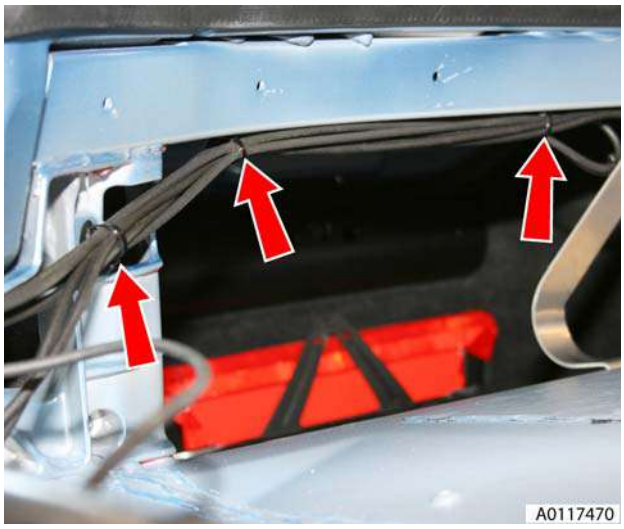

Figure 11
15. Remove harness/pipe retaining clips (x3) RH/LH (see Figure 11).